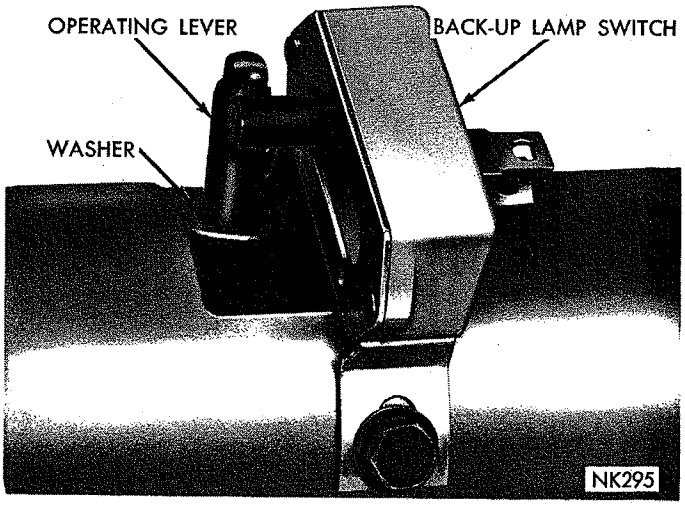

*Fig. 7—Back-up Lamp Switch and Operating Lever*
(4) Remove back-up lamp switch (Fig. 7). Lift washer off switch operating lever, then unsnap lever from gearshift tube.
(11) Place gearshift lever in NEUTRAL position and snap back-up lamp switch operating lever on lug provided on gearshift tube, slide washer down over lever to lock it in place (Fig. 7). Install and adjust switch so actuator arm is snug against operating lever, then tighten switch retaining screws.